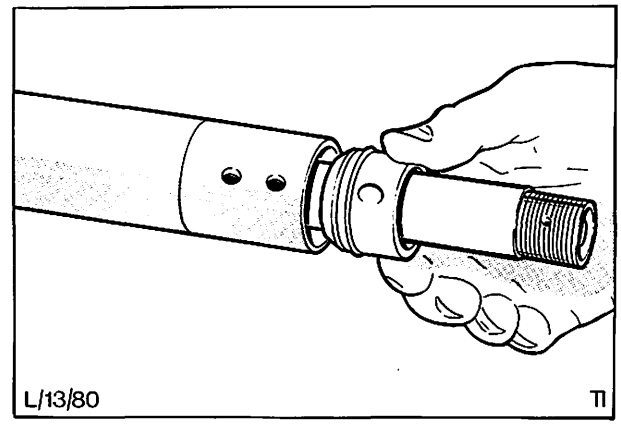

Abb. 32 Abziehen der Führungsbuchse
17. Die Zahnstange und ihre Führungsbuchse aus dem Zahnstangengehäuse herausziehen, Abb. 32. Die Zahnstange ist in Richtung der Führungsbuchse herauszuziehen. Hierbei wird die Verbindung der Zahnstange im Innenrohr gelöst.